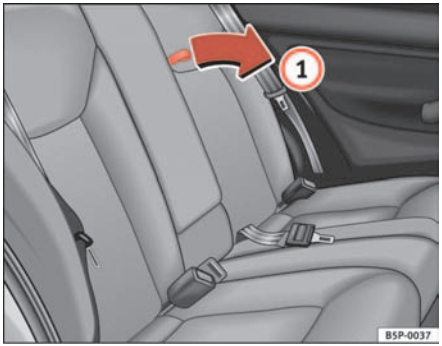

Fig. 107 Opening the rear drink holders
– To open, pull the loop in the direction of the arrow ⇒ page 138, fig. 107 (1).